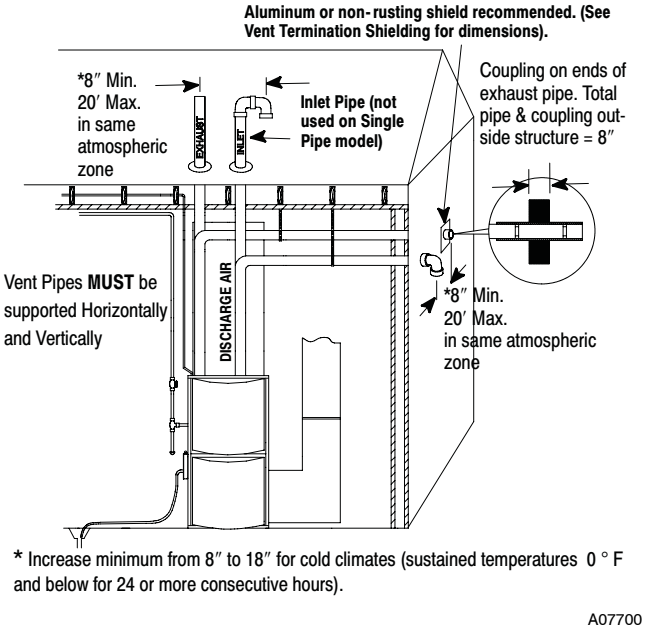
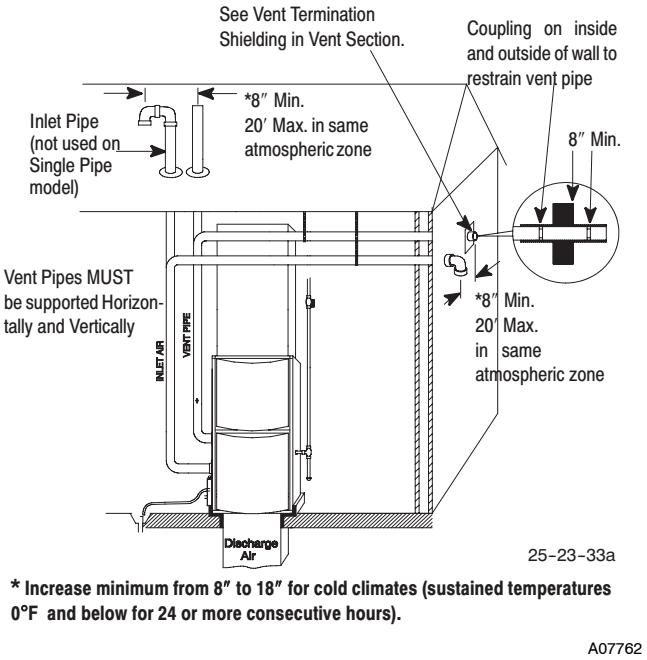

**Fig. 1 – Typical Upflow Installation**
**Fig. 2 – Typical Downflow Installation**
1. Refer to Fig. 1 or Fig. 2 for typical installation and basic connecting parts required. Refer to Fig. 3 for typical horizontal direct vent installation and basic connecting parts required. Supply and return air plenums and duct are also required.